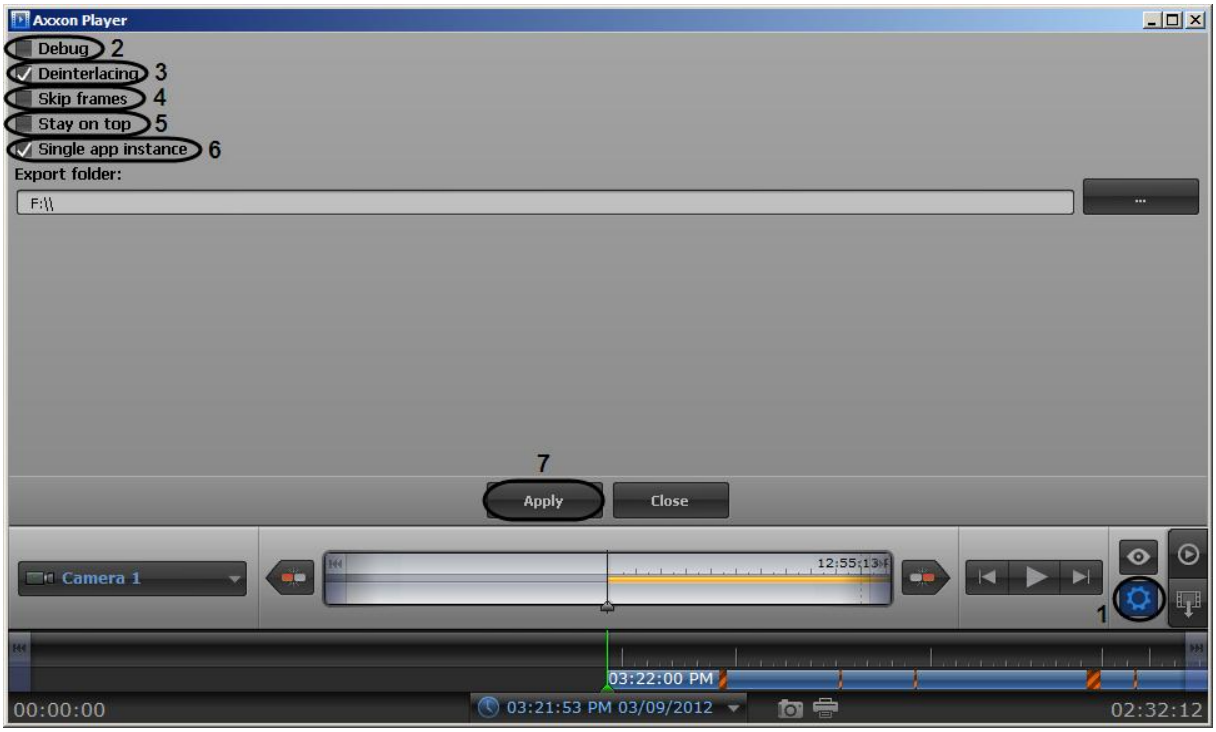

Figure 12.17-8 Enabling deinterlacing
1. Go to the setting panel of the Axxon_Player.exe utility. For this click the button (Figure 12.17-8, 1).
2. To display a semi-transparent debug window over each image set the “Debug” checkbox (Figure 12.17-8, 2).
3. To enable deinterlacing set the “Deiterlacing” checkbox (Figure 12.17-8, 3). To disable deinterlacing remove this checkbox.
4. To enable the option of frames skipping when there is fast playback set the “Skip frames” checkbox (Figure 12.17-8, 4). This functionality is used to reduce the Server load.
5. To display the utility window over other windows set the “Stay on top” checkbox (Figure 12.17-8, 5).
6. To disable the simultaneous opening of several utility windows set the “Single app instance” checkbox (Figure 12.17-8, 6)
7. Click the “Apply” button (Figure 12.17-8, 7).